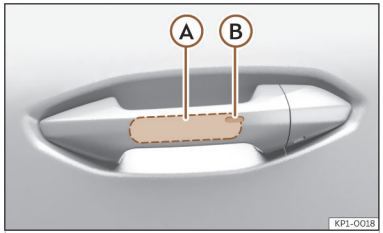

Abb. 74 Türgriff: Sensorflächen.
››› (Abb. 74)
- Berühren Sie die auf der Außenseite des Türgriffs befindliche Sensorfläche ››› **(Abb. 74)** Ⓑ. Alle Blinker leuchten einmal auf.
- Berühren Sie innerhalb von 5 Sekunden einmal die auf der Außenseite des Türgriffs befindliche Sensorfläche ››› **(Abb. 74)** Ⓑ. Ergreifen Sie dabei nicht den Türgriff. Das System Keyless Access ist jetzt vorübergehend deaktiviert.